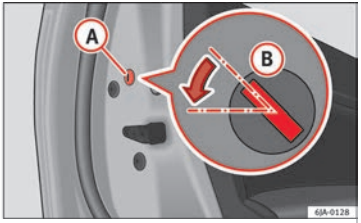

Fig. 133 Rear door: manual locking
– Remove the cap (A) ››› Fig. 133.
– Insert the key in the slot (B) and turn it in the direction of the arrow until horizontal (on the other direction on the right-hand door).